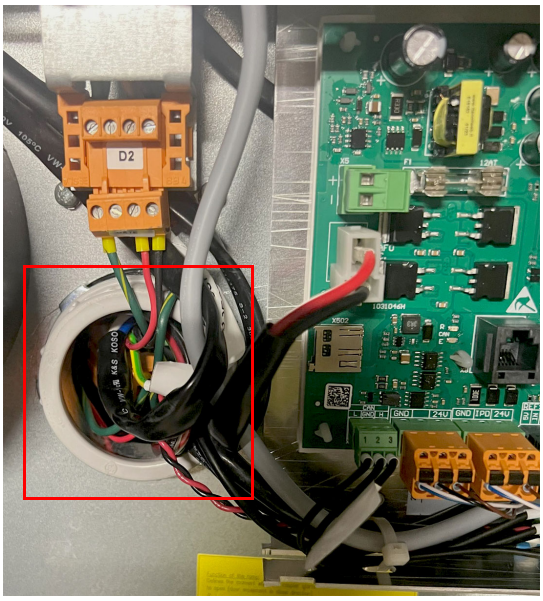

Figure 11 - Extra Adapter Cable into Pipe
6. Push the extra adapter cable from the kit into the wiring pipe. See Figure 11.